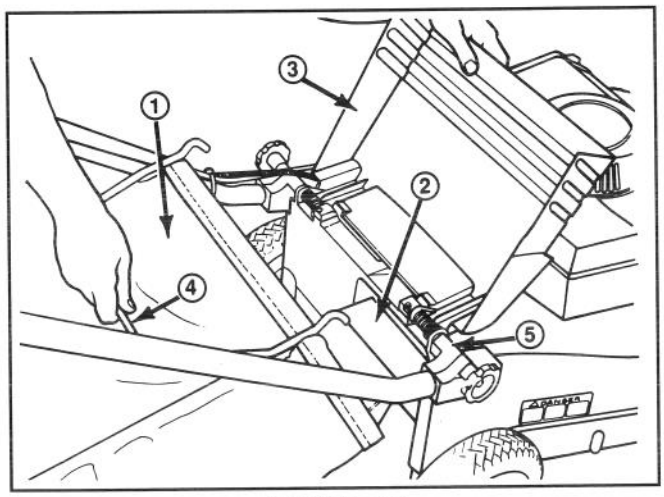

Abbildung 4
1. Die Auswurfklappe anheben, den Ansatz des Sacks in die Auswurföffnung schieben und den Sackrahmen auf den Haltebolzen am Gehäuse schieben (Abb. 4).